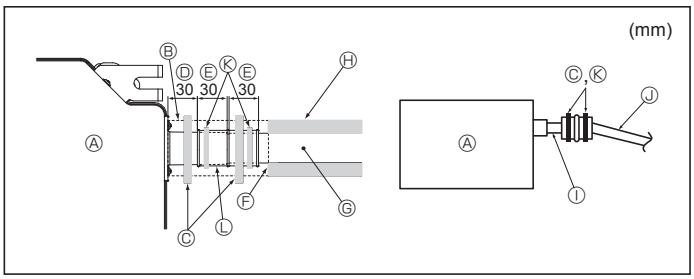

Fig. 6-2
1. Tilslut drænmuffen (følger med enheden) til drænporten. (Fig. 6-2)